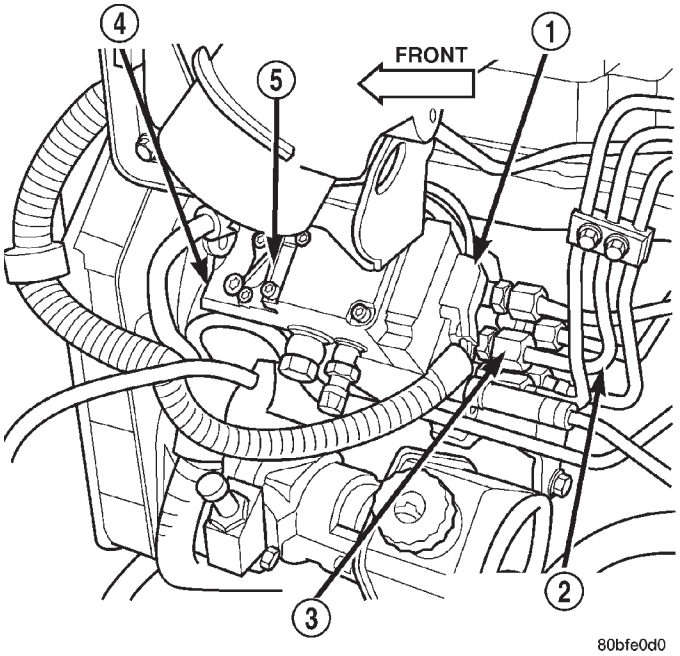

Fig. 55 High Pressure Lines at Fuel Injection Pump
(17) Loosen high-pressure line fittings at injection pump (Fig. 55) beginning with cylinders 1, 2 and 4.